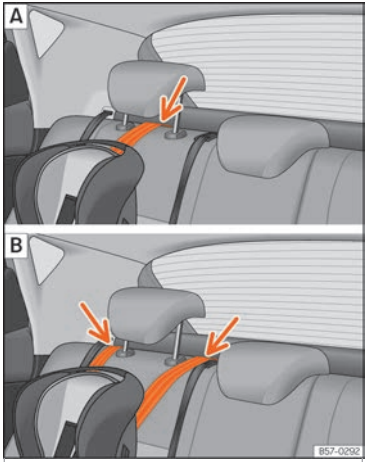

Fig. 38 Correia de fixação: ajuste e montagem em função do cinto Top Tether.
- Coloque a correia por baixo do encosto de cabeça do banco traseiro ››› **Fig. 38** (em função das instruções da própria cadeira, levante ou retire o encosto de cabeça, se for necessário).